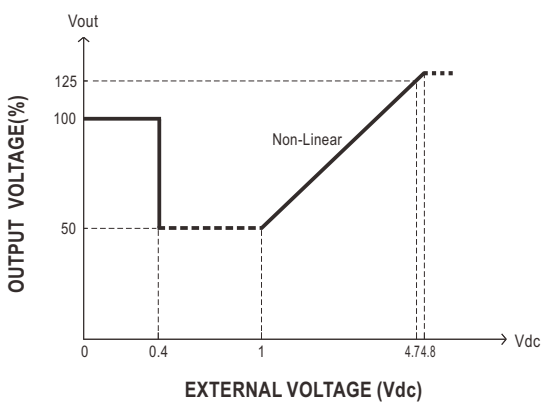

Figure 3-2
(2)Relationship between output voltage and external DC source is shown in Figure 3-2.